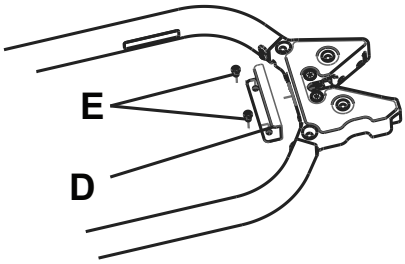

Figura 16 – Placă de prindere
1. Utilizând o cheie Allen M6, instalați placa de prindere furnizată (610000010015) (D) și două șuruburi Allen M6 (E) (neincluse) direct în spatele zăvorului de fixare a tărgii (Figura 16).